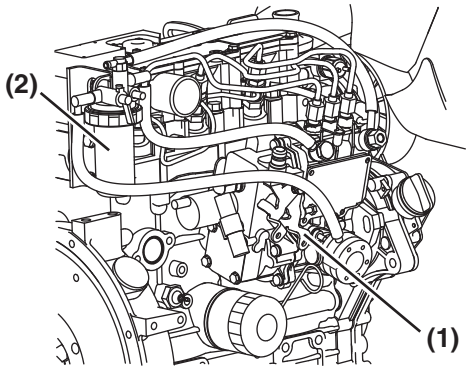

Figure 4-4
1. Operate the fuel priming lever **(Figure 4-4, (1))** several times until the fuel filter cup **(Figure 4-4, (2))** is filled with fuel.